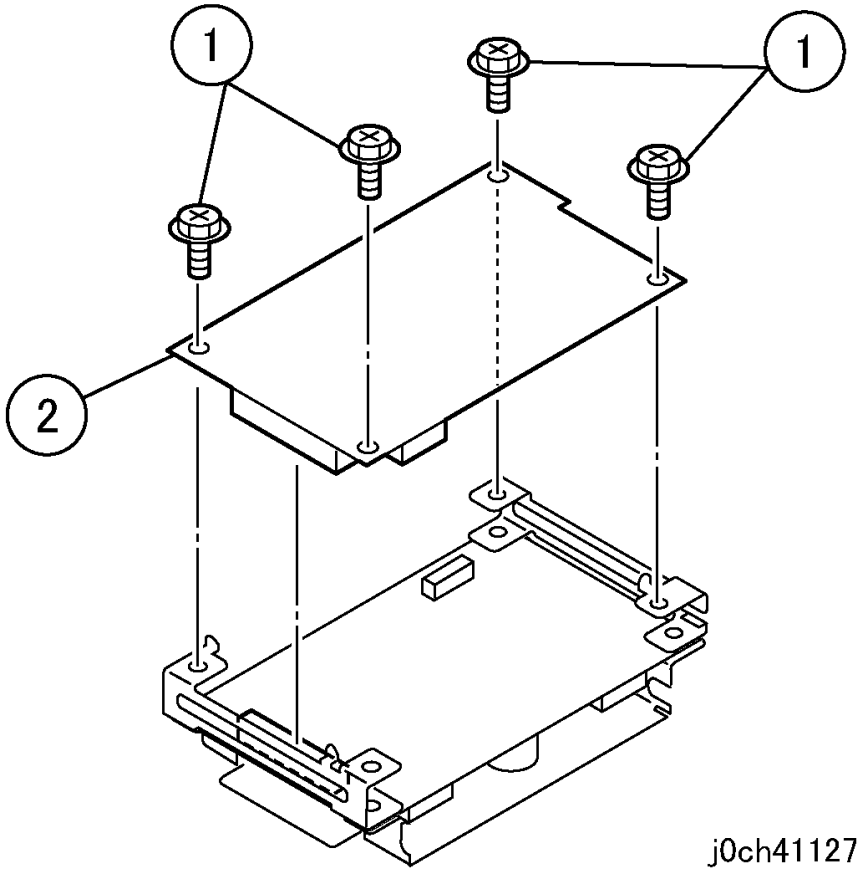

Рисунок 7 Снятие NSC PWB (j0ch41127)
8. Снимите NSC PWB (рисунок 7).